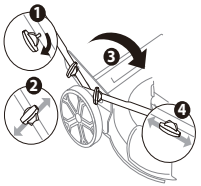

Fig.13A
4. Gire las perillas en el mango inferior de la posición vertical(bloqueada 1) a la posición horizontal (desbloqueada 2) (Fig.13A)
5. Pliegue la manija hacia adelante (3) y bloquee la manija inferior en su lugar girando las perillas nuevamente en posición vertical (bloqueada 4). (Fig.13A)